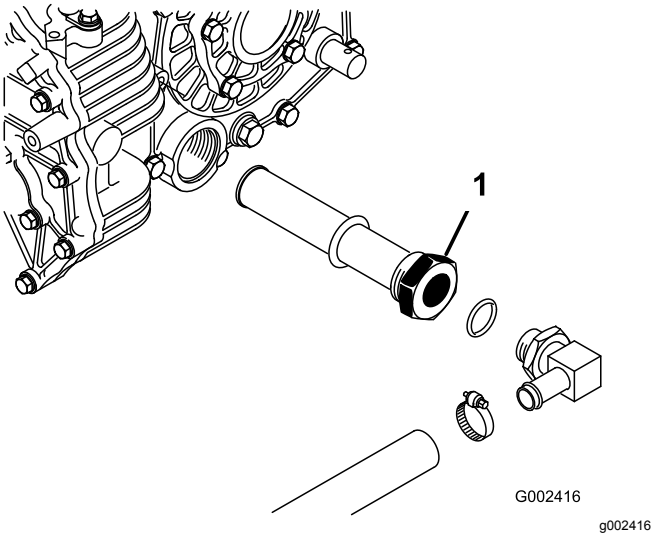

**Figur 70**
5. Læg mærke til hydraulikslangens retning og 90-grader-beslaget, som er tilsluttet filteret på siden af beholderen (Figur 70).